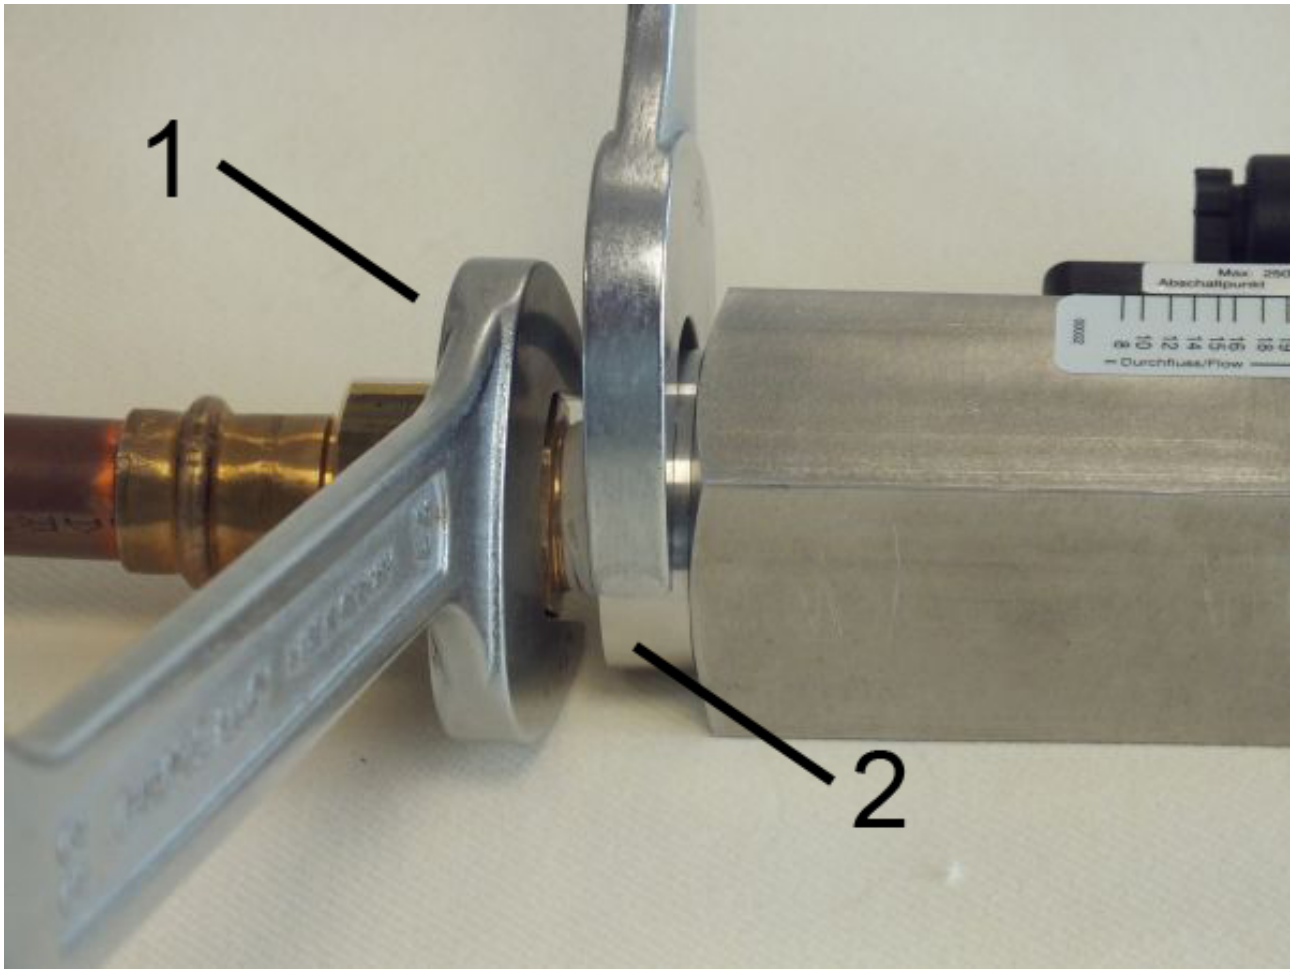

Abb. 11: Gerät einschrauben
3. Übergangsverschraubung (*Abb. 11*/1) unter Gegenhalten der Verschraubung (*Abb. 11*/2) des Gerätes weiter eindrehen, bis die Verbindung dicht ist